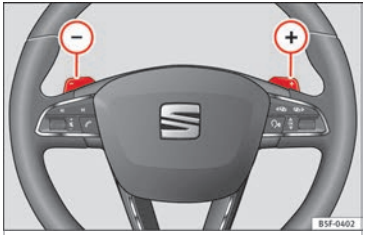

Fig. 204 Steering wheel with two paddle shifts for Tiptronic
- In **D** or **S**, move the steering wheel paddle shifts ›› **Fig. 204**.
- Pull the right-hand side paddle (+) ›› **Fig. 204** towards the steering wheel to step up a gear.
- Pull the left-hand side paddle (–) ›› **Fig. 204** towards the steering wheel step down a gear.
- **OR:** reduce using the steering wheel paddles ››› Fig. 204 ››› page 195.